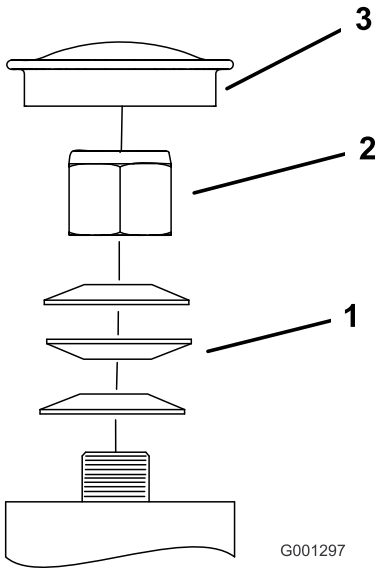

Figure 59
3. Retirez le capuchon antipoussière de la roue pivotante et serrez le contre-écrou (Figure 59).
4. Continuez de serrer le contre-écrou jusqu'à ce que les rondelles élastiques soient aplaties, puis desserrez-le de 1/4 de tour pour obtenir la précharge correcte des roulements (Figure 59).
Important: Veillez à placer les rondelles comme illustré (Figure 59).
5. Remettez le capuchon antipoussière en place (Figure 59).